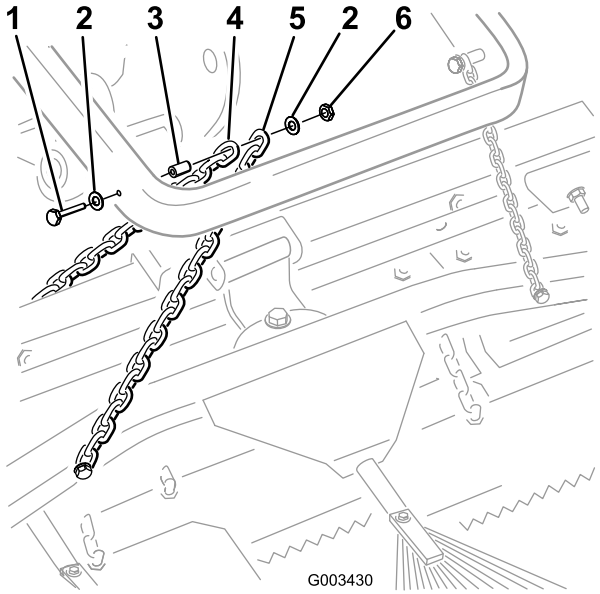

Figur 7
B. Fäst varje kedja på sidan av lyftarmen med hjälp av en bult (3/8 x 2 1/2 tum), två brickor (3/8 x 7/8 tum), en avståndsbricka och en flänsmutter (3/8 tum) i enlighet med Figur 7.